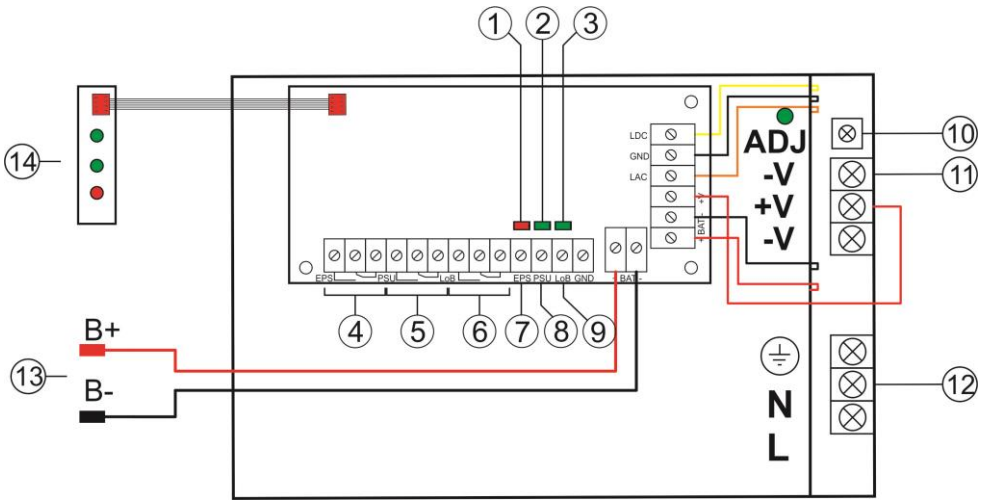

Fig. 2. Vista del módulo de la fuente de alimentación.
1.3 Descripción de los componentes y los conectores de la fuente de alimentación (tab.1, fig.2).
Tabla 1. Componentes del módulo de la fuente de alimentación (véase fig. 2).
- Diodo LED rojo (Fig.2, componente 1) en estado normal (alimentación AC) diodo está iluminado de manera permanente. Falta de alimentación AC está señalizada por un apagado del diodo AC.
- Diodo LED verde (Fig.2, componente 2) señaliza el estado de la alimentación DC en la salida de la fuente de alimentación. En estado normal está iluminado de manera permanente, en caso de un cortocircuito o sobrecarga de la salida el diodo está apagado.
- Diodo LED verde (Fig.2, componente 3) señaliza el nivel del voltaje de la batería. En estado normal (U_{BAT} >11,5V) está iluminado de manera permanente, si el voltaje de la batería se reduce por debajo de (U_{BAT} < 11,5V) el diodo está apagado.